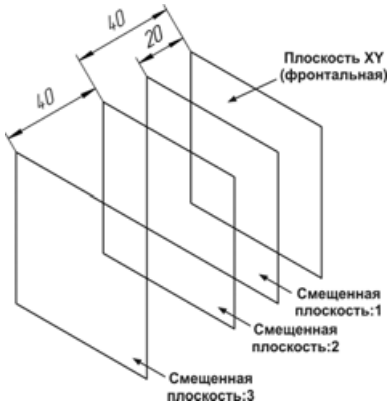

Рис. 6.6
- В качестве базовой можно указать любую из имеющихся в модели плоскостей или граней. Нажмите кнопку **Смещенная плоскость**, укажите в дереве построения элемент **Смещенная плоскость:2**, в поле **Расстояние** введите значение смещения для третьей плоскости 40 и нажмите кнопку **Создать объект**. Таким образом, положение третьей смещенной плоскости будет задано относительно второй (рис. 6.6).